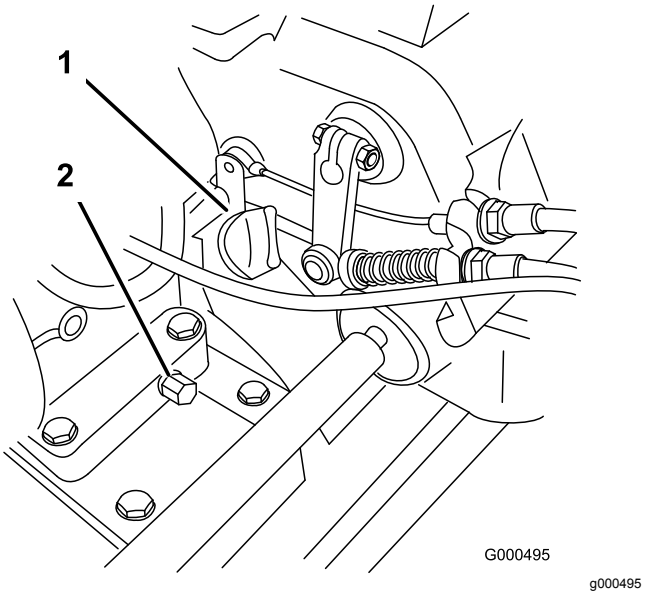

Rysunek 29
2. Ustaw kosiarkę tak, aby silnik był wypoziomowany, i oczyść obszar wokół wskaźnika poziomu oleju (Rysunek 29).
3. Wykręć prętowy wskaźnik poziomu oleju przekręcając go w lewo (Rysunek 29).
2. Z tyłu urządzenia umieść miskę spustową pod korkiem spustowym (Rysunek 29). Poluzuj korek spustowy.